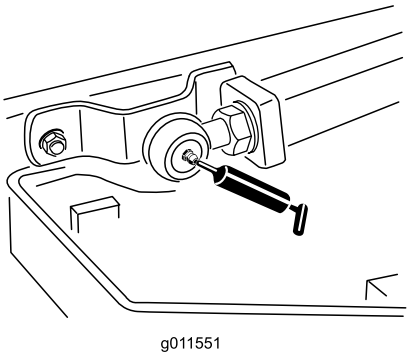

Figur 41
- Två lyftarmskulleder (Figur 41)